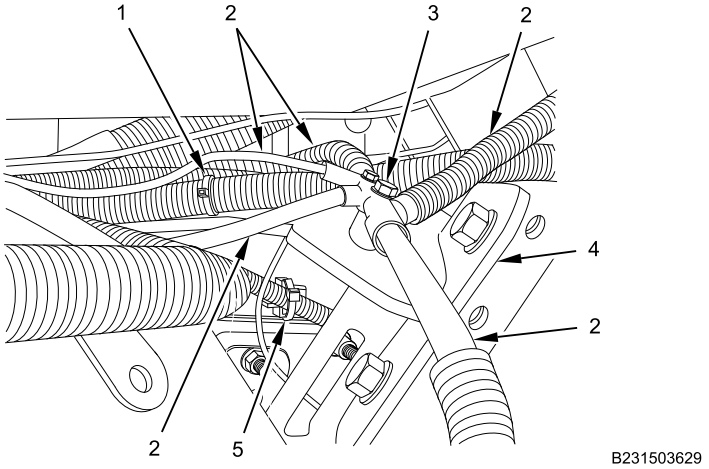

Figure 8. Wheel Deflector Ground Wires and Harness.
7. Install new cable lock strap (Figure 8, Item 1) and mount on wheel deflector mounting bolt, as noted in removal.
8. Install new cable lock strap and mount (Figure 8, Item 5) on wheel deflector bracket (Figure 8, Item 4), as noted in removal.
9. Install five ground wires (Figure 8, Item 2) on wheel deflector bracket (Figure 8, Item 4) with bolt (Figure 8, Item 3). Tighten bolt securely.